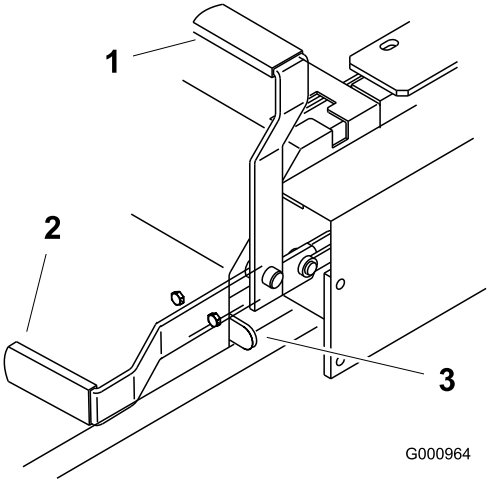

Figur 11
2. Træk parkeringsbremsegrebet tilbage og op for at aktivere parkeringsbremsen (Figur 11). Parkeringsbremsegrebet skal blive i aktiveret position.
Tryk parkeringsbremsegrebet fremad og ned for at deaktivere parkeringsbremsen (Figur 11). Parkeringsbremsen er deaktiveret, og håndtaget hviler mod bremsestoppet.